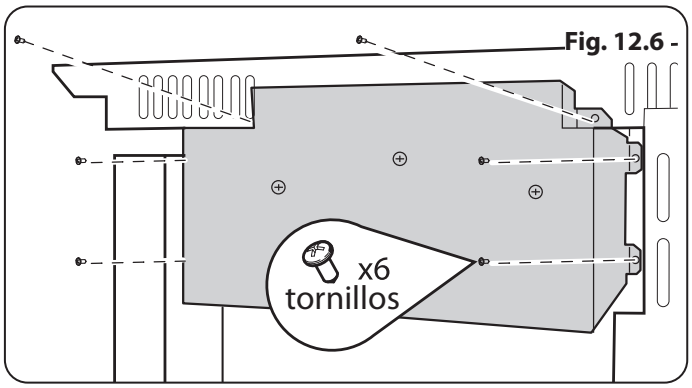

Fig. 12.6 -
4. Vuelva a colocar los seis tornillos **Fig. 12.6**.